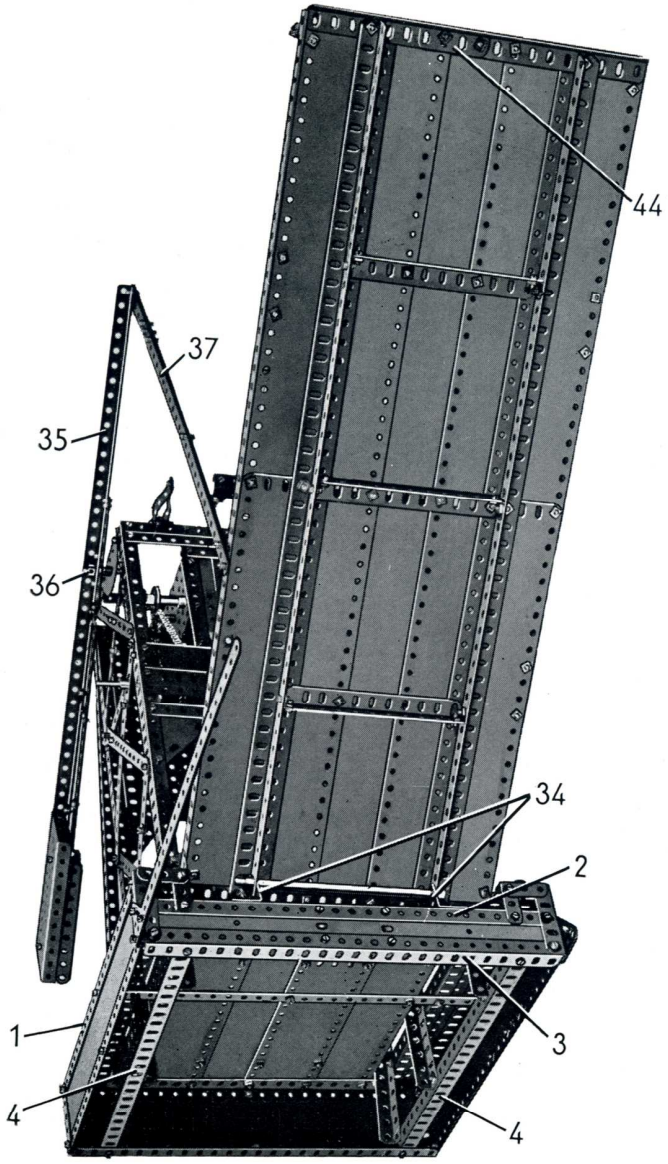

FIG. 5 *Cette vue de dessous montre comment la travée est articulée sur le quai principal.*
La travée pivote sur une tringle de 16,5 cm. qui passe dans des équerres de 25×25 mm. (34) (fig. 5) boulonnées sur la cornière (2).